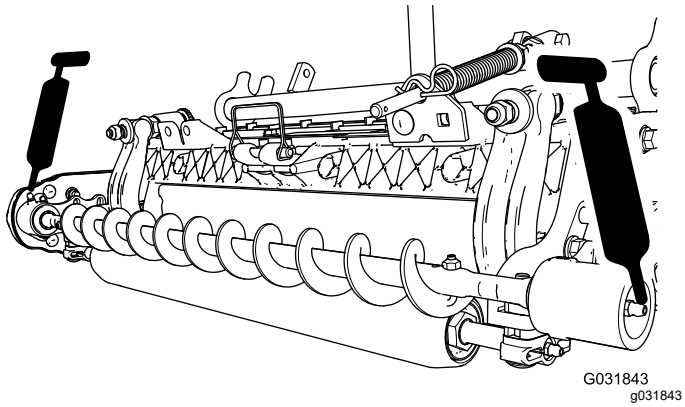

Figure 20
3. Lubricate the grease fittings on each of the roller brush bearing housings with No. 2 lithium grease (Figure 20).